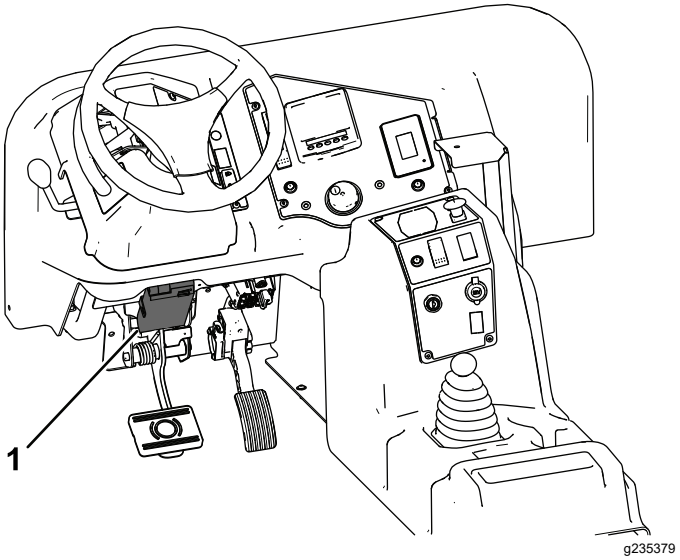

Figur 8
1. Monter bremsekontrollenheten (Figur 8) til det nedre venstre området av dashbordet med to bolter (nr. 10 x ⅞ tomme) og muttere (nr. 10).